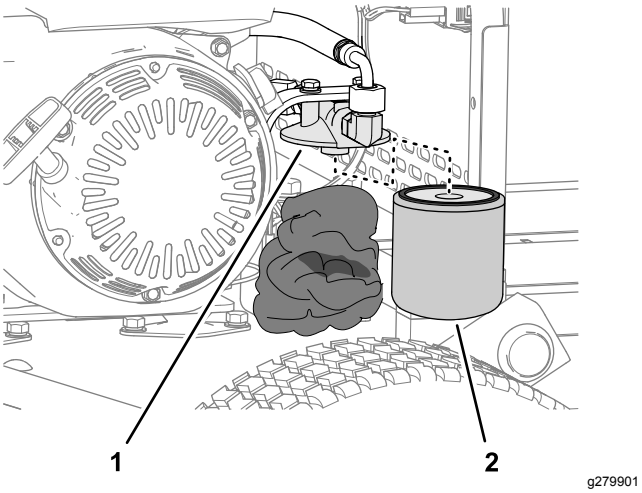

図 37
2. 油圧フィルタの下にウェスを詰める図 37。
3. 注意深く油圧フィルタを外す図 37。
5. 新しい油圧フィルタをフィルタヘッドに取り付ける図 37ガスケットがフィルタヘッドに当たるまで手で回し、そこからさらに 3/4 回転締め付ける。